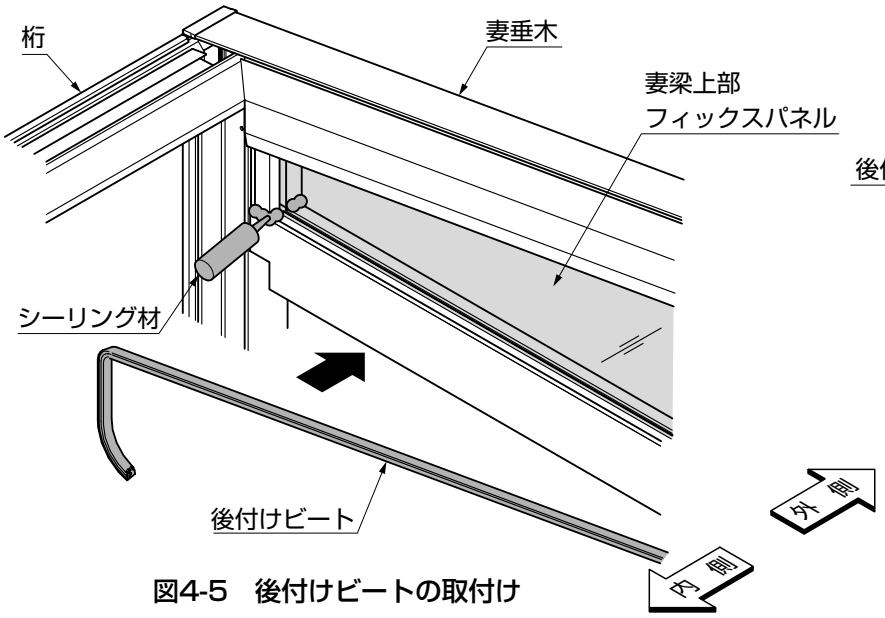
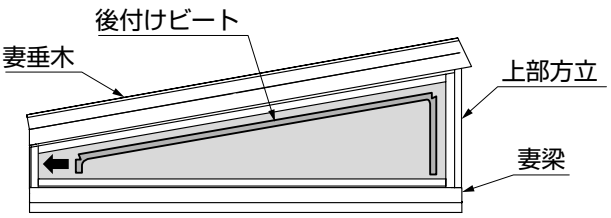

図4-5　後付けビートの取付け
図4-7　側面図
③後付けビートをはめ込んでください。（図4-5、図4-7参照）